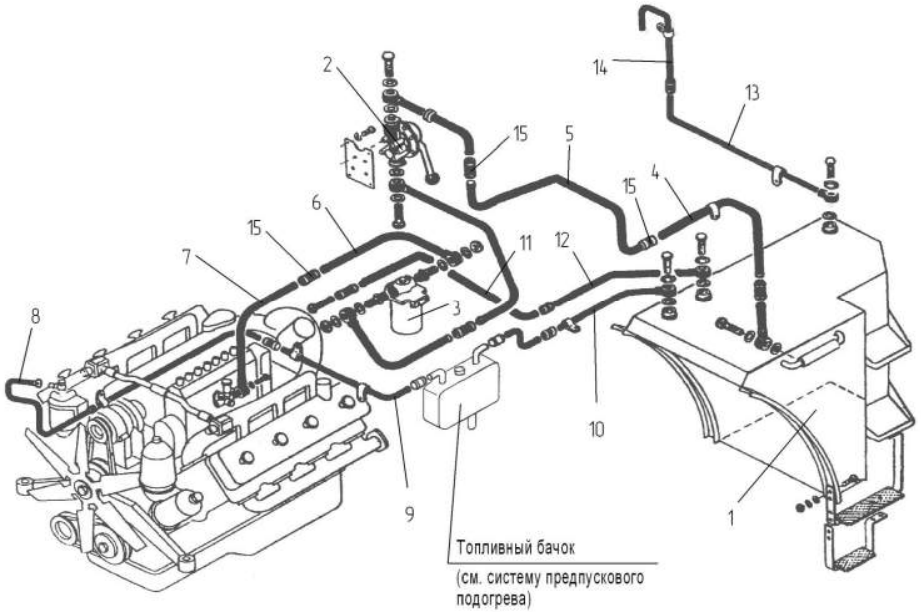
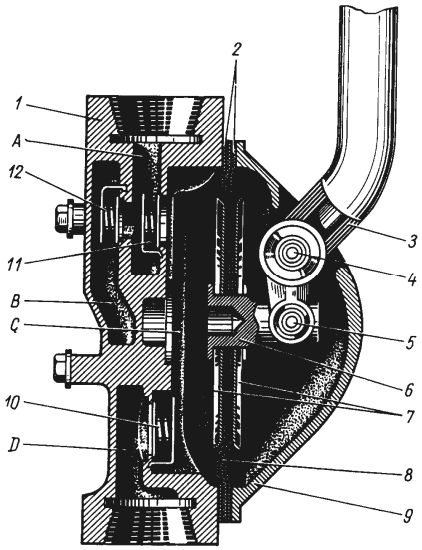

Рис. 6 Система питания топливом
Рис. 7 Схема ручного топливоподкачивающего насоса
– заполнить систему питания двигателя топливом (рис. 6), для чего прокачать систему ручным топливоподкачивающим насосом (рис. 7) в течение 2 - 3 мин;
Система питания представлена на рис. 6.
Насос (рис. 7) состоит из корпуса 1, крышки 9, мембраны 8, клапанов 10, 11, 12 и рычага 3.